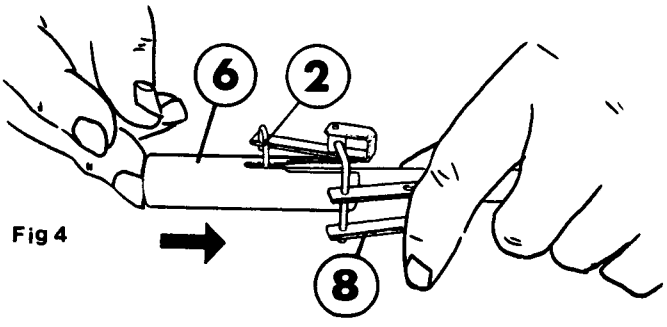

Fig 4
d) Push up the sleeve (6) so that the bottom of the slot reaches the pivots of the valve (2). Fig. 4.